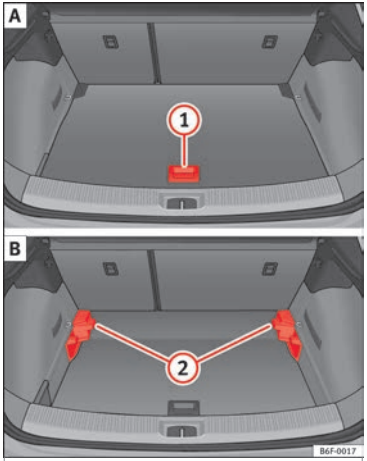

Rys. 168 Regulowana podłoga bagażnika: A położenie wysokie; B położenie niskie.
- Unieść podłogę za uchwyt ››› **rys. 168** (1) i odciągnąć do tyłu do momentu, w którym cała przednia część podłogi przejdzie przez wsporniki (2).
- Przesunąć podłogę nad wspornikami do oparcia tylnego siedzenia, a następnie obniżyć ją za pomocą uchwytu (1).